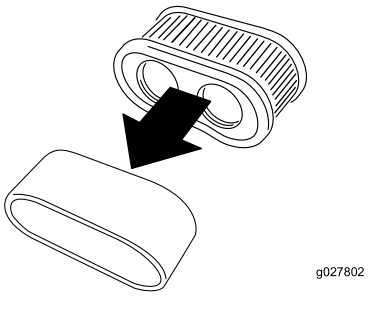

Figur 43
5. Dela på skumplast- och pappersinsatserna (Figur 43).